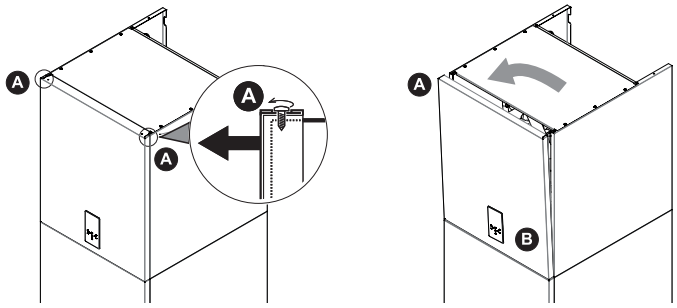

fig. 15 - démontage du panneau avant
- Dévisser partiellement les vis A (voir « fig. 15 - démontage du panneau avant »).
- Extraire le panneau B et le décrocher des fixations supérieures (voir « fig. 15 - démontage du panneau avant »).